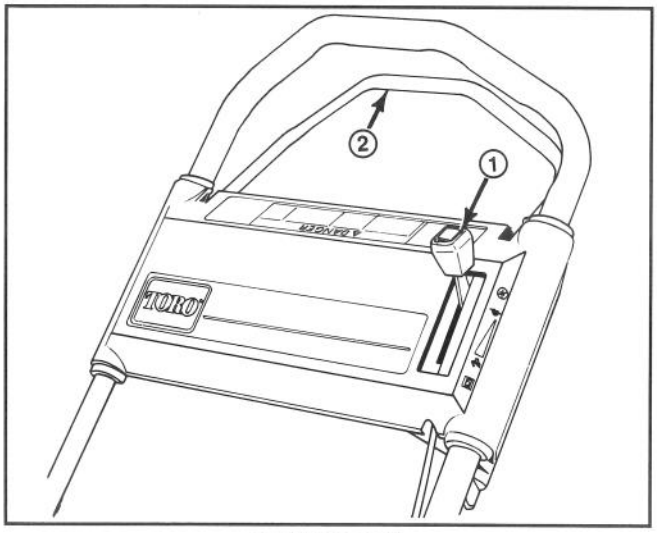
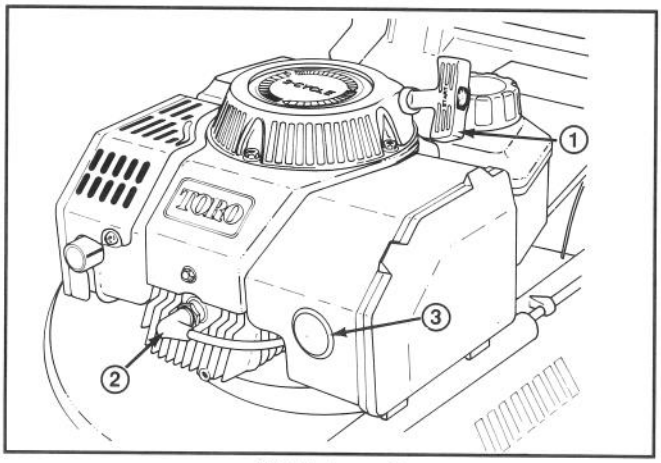
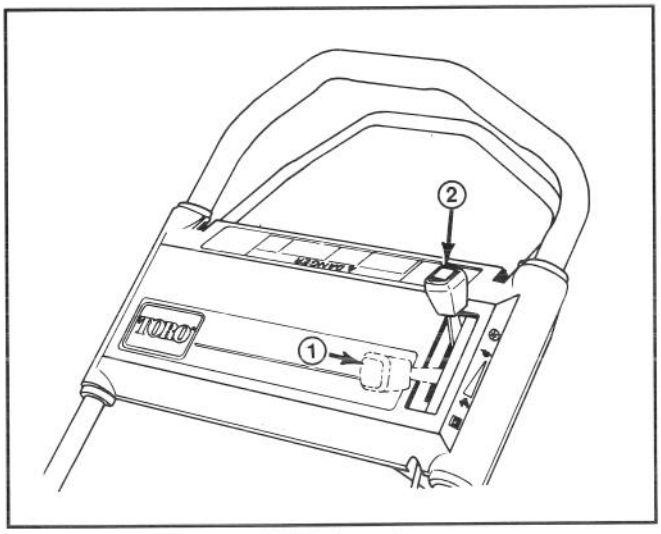

Abbildung 7
Abbildung 8
Abbildung 9
STEUERVORRICHTUNG—Gashebel und Antriebshebel (selbstgetriebenes Modell) befinden sich am oberen Griff (Abb. 7). Der Zündkapsel befindet sich vorne am Motor und der Seilstarter am Motoroberteil (Abb. 8).
1. STARTEN—Das Zündkerzenkabel auf die Zündkerze stecken (Abb. 8). Den Gashebel auf CHOKE stellen (Abb. 9).
3. Den Seilstarter ziehen (Abb. 8) bis das Spiel überwunden ist; dann fest anziehen, um den Motor zu starten. Startet der Motor, den Gashebel auf SCHNELL oder die gewünschte Geschwindigkeit einstellen.
Hinweis: Startet der Motor nicht, den Gashebel in die AUS-Stellung schieben (Abb. 9) und 3 Sekunden warten. Dann die Schritte 1 bis 3 solange wiederholen, bis der Motor startet.
4. STOPPEN (Abb. 9)—Zum Stoppen des Motors den Gashebel in die AUS-Stellung zurückschieben. Das Kabel von der Zündkerze abziehen, wenn der Mäher unbeaufsichtigt ist oder nicht verwendet wird.
1. Den Motor abstellen und das Kabel von der Zündkerze abziehen. (Abb. 8).
1. Kopfschrauben (4) 2. Starterseil-Abdeckung 3. Benzintank
4. Den Gashebel, in die AUS-Stellung (Motor-Aus) schieben (Abb. 9).